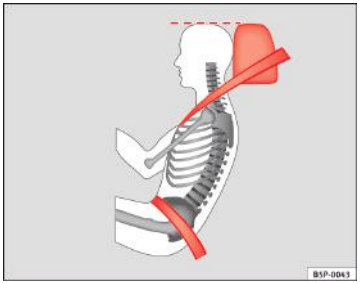

Fig. 13 Pozițiile corecte ale centurii de siguranță și ale tetierei, văzute din lateral
- **Porțiunea pentru bazin a centurii de siguranță trebuie să treacă peste pelvis, niciodată peste abdomen. Centura de siguranță trebuie să fie trecută peste bazin și să stea întinsă ⇒ fig. 13. Dacă centura este prea lejeră, trageți de chingă pentru a o strânge.**